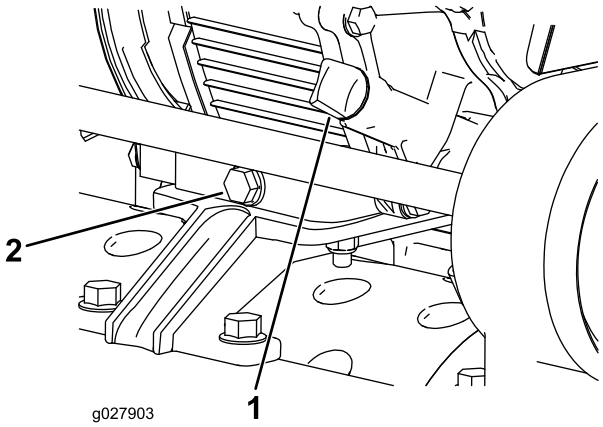

Figur 23
1. Plasser maskinen slik at motoren står jevnt, og rengjør området rundt oljenivåmåleren (Figur 23).
2. Sett et oppsamlingsfat under tappepluggen bak på maskinen (Figur 23).